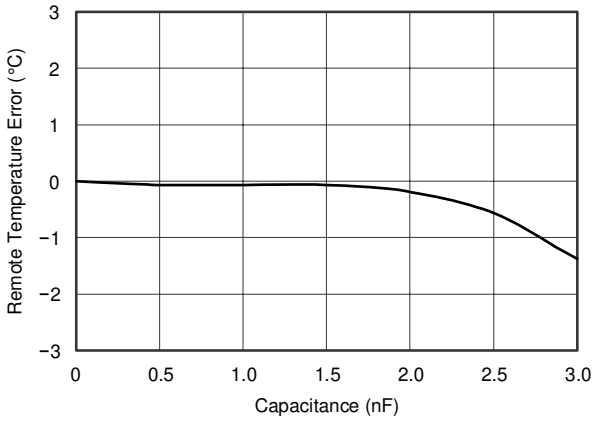
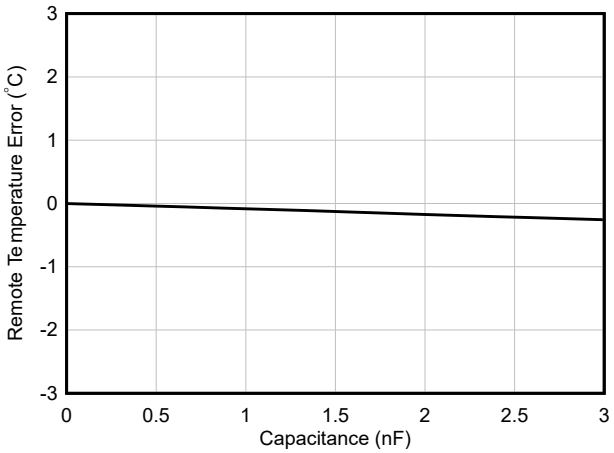
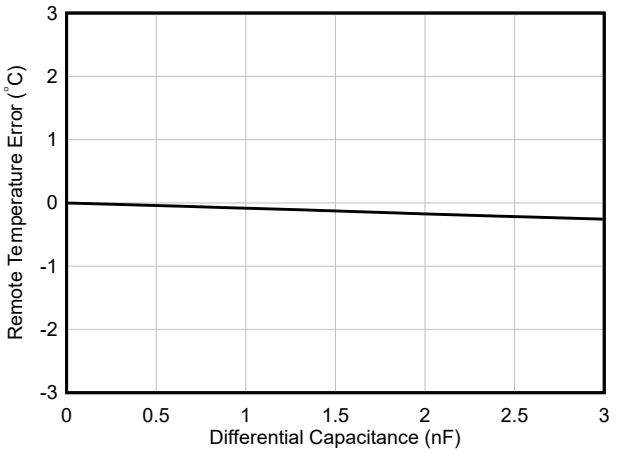

図 6-12. リモート温度誤差と差動容量との関係 (従来のチップ)
図 6-13. リモート温度誤差と差動容量との関係 (新チップ)
図 6-28. リモート温度誤差と差動容量との関係
C. ほとんどのアプリケーションでは、C_{DIFF} (オプション) は <1000pF でなければなりません。C_{DIFF} の選択はアプリケーションごとに異なります。フィルタリング、図 6-12 (図 6-13 新しいチップ)、および図 6-28 を参照してください。
TMP411-Q1 デバイスおよび TMP411D-Q1 デバイスは、温度誤差の変化を最小限に抑えながら、最大 1000pF の差動入力容量を許容できます。容量が検出されたリモート温度誤差に与える影響を、図 6-12 (新しいチップは図 6-13) および図 6-28 に示します。